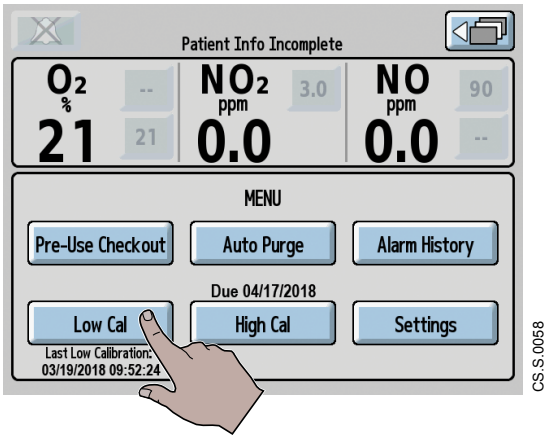
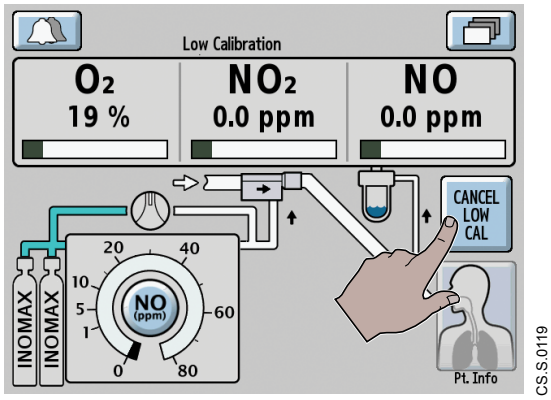

Figure 5-4 Selecting the Low Cal button
Figure 5-5 Selecting CANCEL LOW CAL
2. From the **MENU screen**, Select the **Low Cal button** to begin calibration (Figure 5-4). The calibration takes approximately three minutes during which progress bars indicate status for each sensor (Figure 5-5).